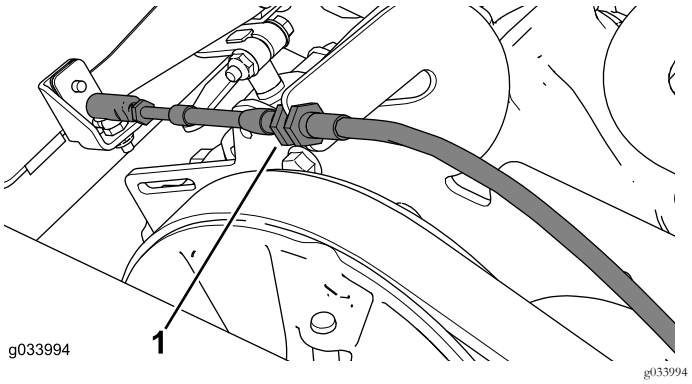

Figura 10
4. Desligue o cabo das mudanças do suporte do cabo das mudanças e retire-o do suporte do cabo das mudanças (Figura 10).